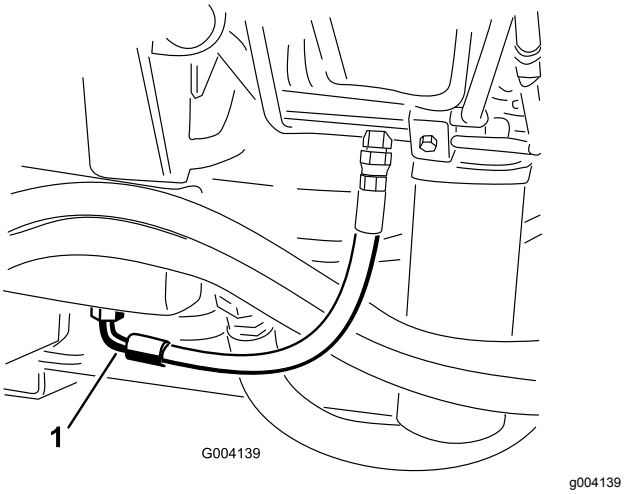

Figur 100
3. Ställ ett stort avtappningskärl under fästet som sitter på hydraultankens undersida (Figur 100).